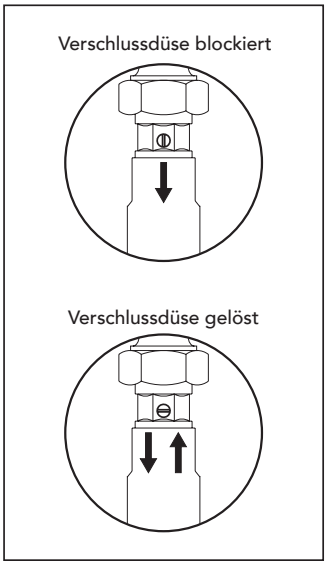

Abb. 7b
- Um die Heizanlage vollständig zu entleeren, den Ablasshahn 23 (Abb. 12) benutzen. Vorher die Verschlussdüsen der zwei Rückschlagventile (Teil 20 Abb. 12) lösen (siehe auch Abb. 7b). Zum Ablassen die Ventile der Heizkörper und das Ventil 19 (Abb. 12) benutzen.